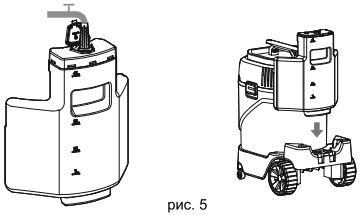

рис. 5
2. Установите резервуар в установочное место пылесоса профессионального сверху-вниз по направляющим до упора (рис. 5).